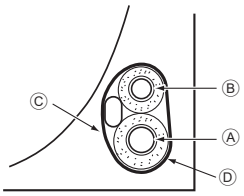

Fig. 4-5
4.5.1. Alojamiento en el espacio para tuberías de la unidad (Fig. 4-5)